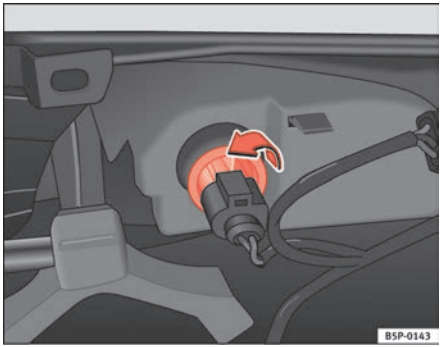

Fig. 194 Lamp on interior side of bumper
– Rotate the lamp holder to the left, and remove it in the direction of the arrow ⇒ fig. 194.